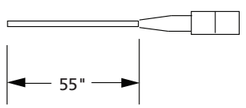

Figure 20
4. Cut pigtails to a length of 55" (measuring from the rear of the boot on the pigtail) **(Figure 20)**.